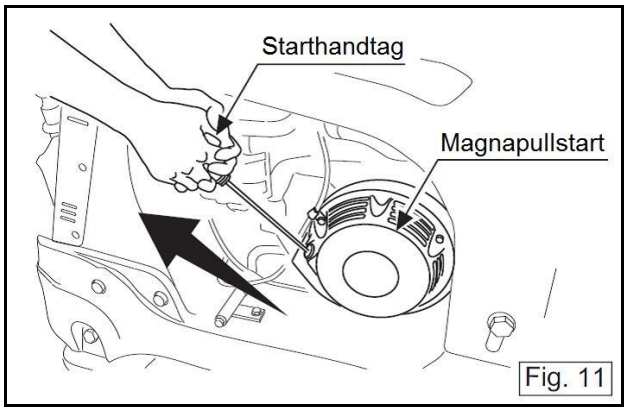

Fig. 11
6. Starta motorn genom att dra i starthandtaget på magnapullstarten. Dra lugnt tills startmekanismen "greppar" därefter kraftigt och snabbt. Följ med tillbaka med handtaget utan att släppa taget tills snöret rullats in. Dra inte så hårt att snöret går av. (Fig. 11)